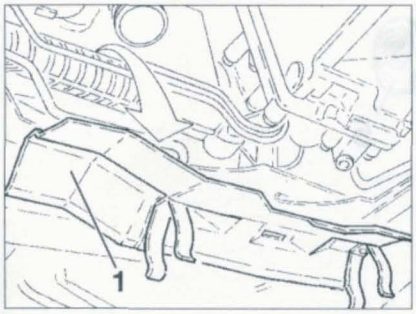

Figure 5-1
• Déposer la protection (1) du boîtier de direction en écartant les agrafes **(figure 5-1)**.